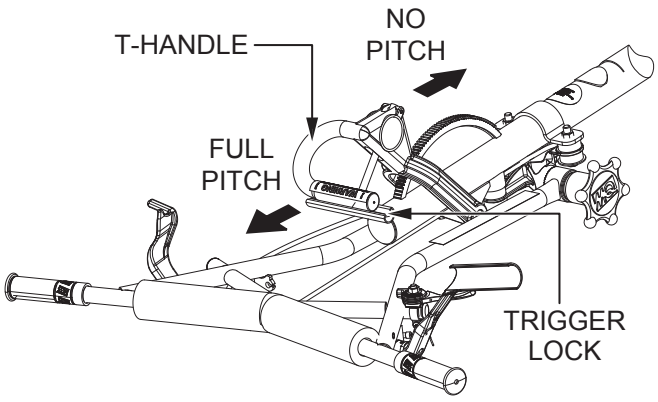

Figure 10. Blade Pitch Cable Adjustment (Quick Pitch™ Handle)
2. For trowels equipped with a **Quick Pitch™** handle (QXHC), squeeze the trigger lock and push the T-handle towards the engine to release tension on the blade pitch cable. See Figure 10.